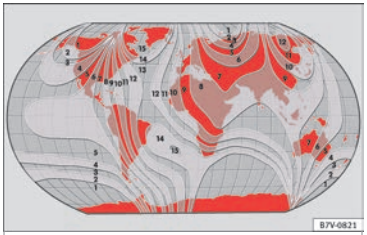

Bild 120 Magnetiska zoner
- Ställ in den magnetiska zonen utifrån bilens position »» bild 120.